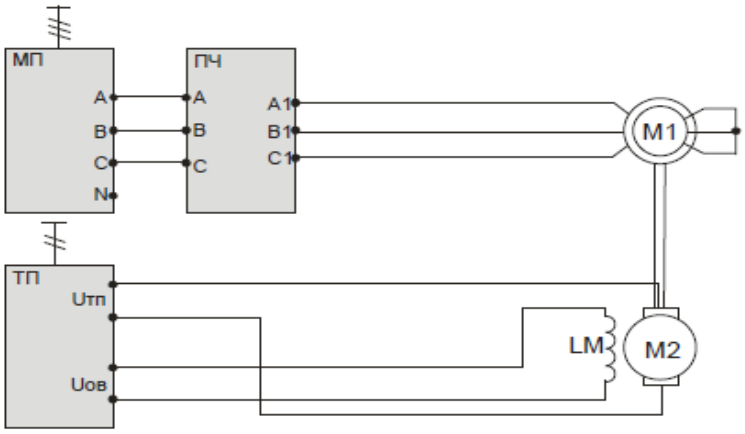

Рисунок 1.7- Схема исследования электропривода ПЧ-АД
1.2.1 Собрать схему исследования электропривода (рисунок 1.7).